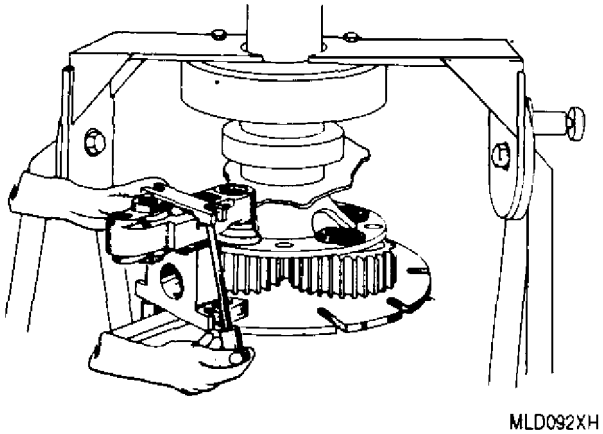

Figure 21. Installing Hold Down Clamp Detail of Pivot Adapter
(3) Install clamp to hold wrench (figure 21).